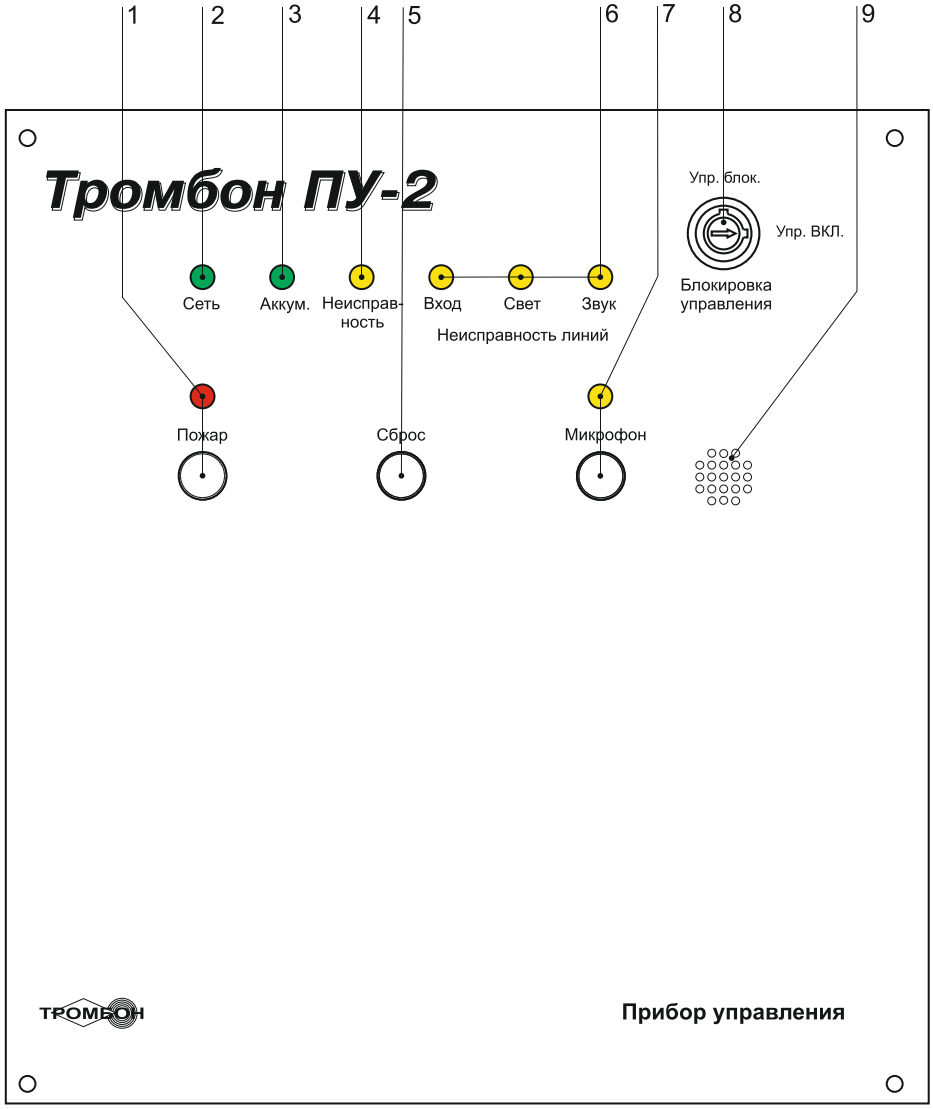

Рис. 1. Внешний вид прибора Тромбон ПУ-2.
Вход в режим «Звуковое вещание» выполняется нажатием кнопки «Микрофон» (рис. 1, поз. 7) на передней панели Прибора, при этом зажигается индикатор «Микрофон».
Если линия звукового оповещения неисправна (горит индикатор неисправность линии звук (рис. 1, поз. 6)), то режим звукового вещания не включается.
Выход из режима звукового вещания выполняется нажатием кнопки «Сброс» (рис. 1, поз. 5) или автоматически, при переходе Прибора в режим «Оповещения».
3). Нажатием на кнопку «Пожар» (рис. 1, поз. 1) оператором.
1). Зажигает индикатор «Пожар» на передней панели (рис. 1, поз. 1);
2). В случае необходимости дать дополнительные голосовые инструкции - нажать кнопку «Микрофон» (рис. 1, поз. 7, при этом загорается индикатор «Микрофон») и продиктовать сообщение через встроенный микрофон. При повторном нажатии кнопки «Микрофон» в режиме «Оповещения», Прибор возвращается к транслированию записанного сообщения.
Выход из режима «Оповещения» выполняется оператором, нажатием на кнопку «Сброс» (рис. 1., поз. 5).
- Сопротивление линии связи, отличное от указанных значений, воспринимаются Прибором как неисправность линии связи с ППКП. На передней панели Прибора зажигается индикатор «Неисправность линии «Вход»» (Рис. 1, 2, поз. 6) .